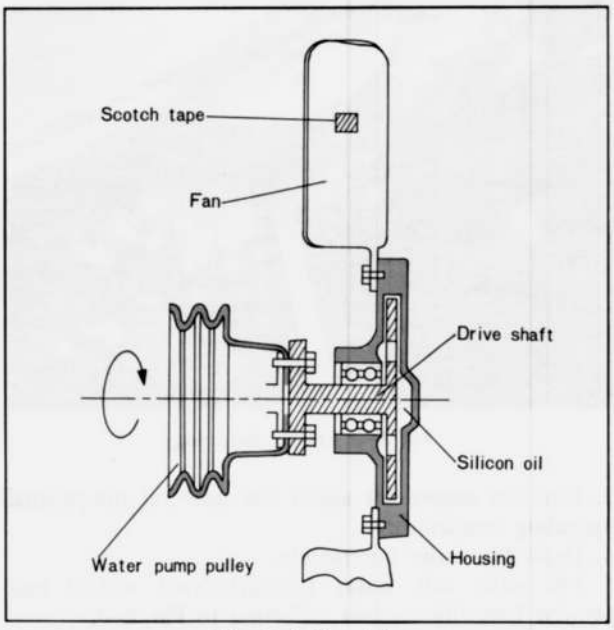

Fig. 3–8 Fan drive
1. Apply scotch tape to the positions on the fan as shown in Fig. 3–8.